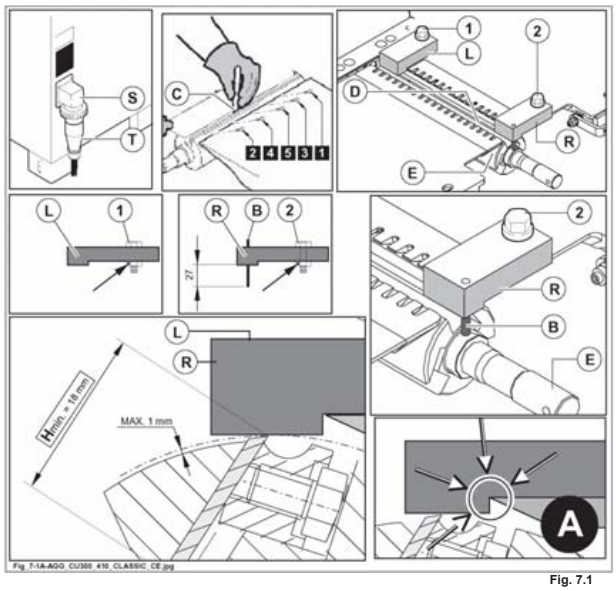

Fig. 7.1
Rimuovere i dadi che bloccano le viti (1, 2 fig. 7.1).
1) Posizionare il registracoltelli (R fig. 7.1) come in figura A.
La spina (B fig. 7.1) deve essere inserita nella rispettiva foratura realizzata sull'albero (E fig. 7.1).
A questo punto bloccare il registracoltelli (R fig. 7.1) al piano, serrando la vite (2 fig. 7.1).
Posizionare il registracoltelli (L fig. 7.1) come in figura A e bloccarlo serrando la vite (1 fig. 7.1).
Se necessita sostituire i coltelli inserirli nell' apposita sede (D fig. 7.1) rispettando l'orientamento dell'angolo di affilatura relativamente al senso di rotazione dell'albero pialla (E fig. 7.1).
2) Svitare le viti di bloccaggio (seguire la sequenza 1, 2, 3, 4, 5) con apposita chiave (C fig. 7.1); il coltello fuoriesce spinto dalle molle di contrasto.
4) Verificare che i coltelli ed i lardoni siano centrati rispetto all'albero pialla (E fig. 7.1).
per una buona registrazione occorre che il filo del coltello si appoggi contemporaneamente sui registracoltelli (R, L fig. 7.1). In questo modo viene garantita la giusta sporgenza del coltello dall'albero pialla (massimo 1 mm).
5) Avvitare una prima volta le viti di bloccaggio (seguendo la sequenza 1, 2, 3, 4, 5) con apposita chiave (C fig. 7.1) fino ad appoggiare il coltello all'albero pialla (E fig. 7.1). Quindi eseguire il serraggio finale, seguendo la sequenza 1, 2, 3, 4, 5, in maniera uniforme su tutte le viti.
l'affilatura dei coltelli è permessa fino ad un'altezza minima di 18 mm (fig. 7.1). Raggiunta questa quota sostituire il coltello;